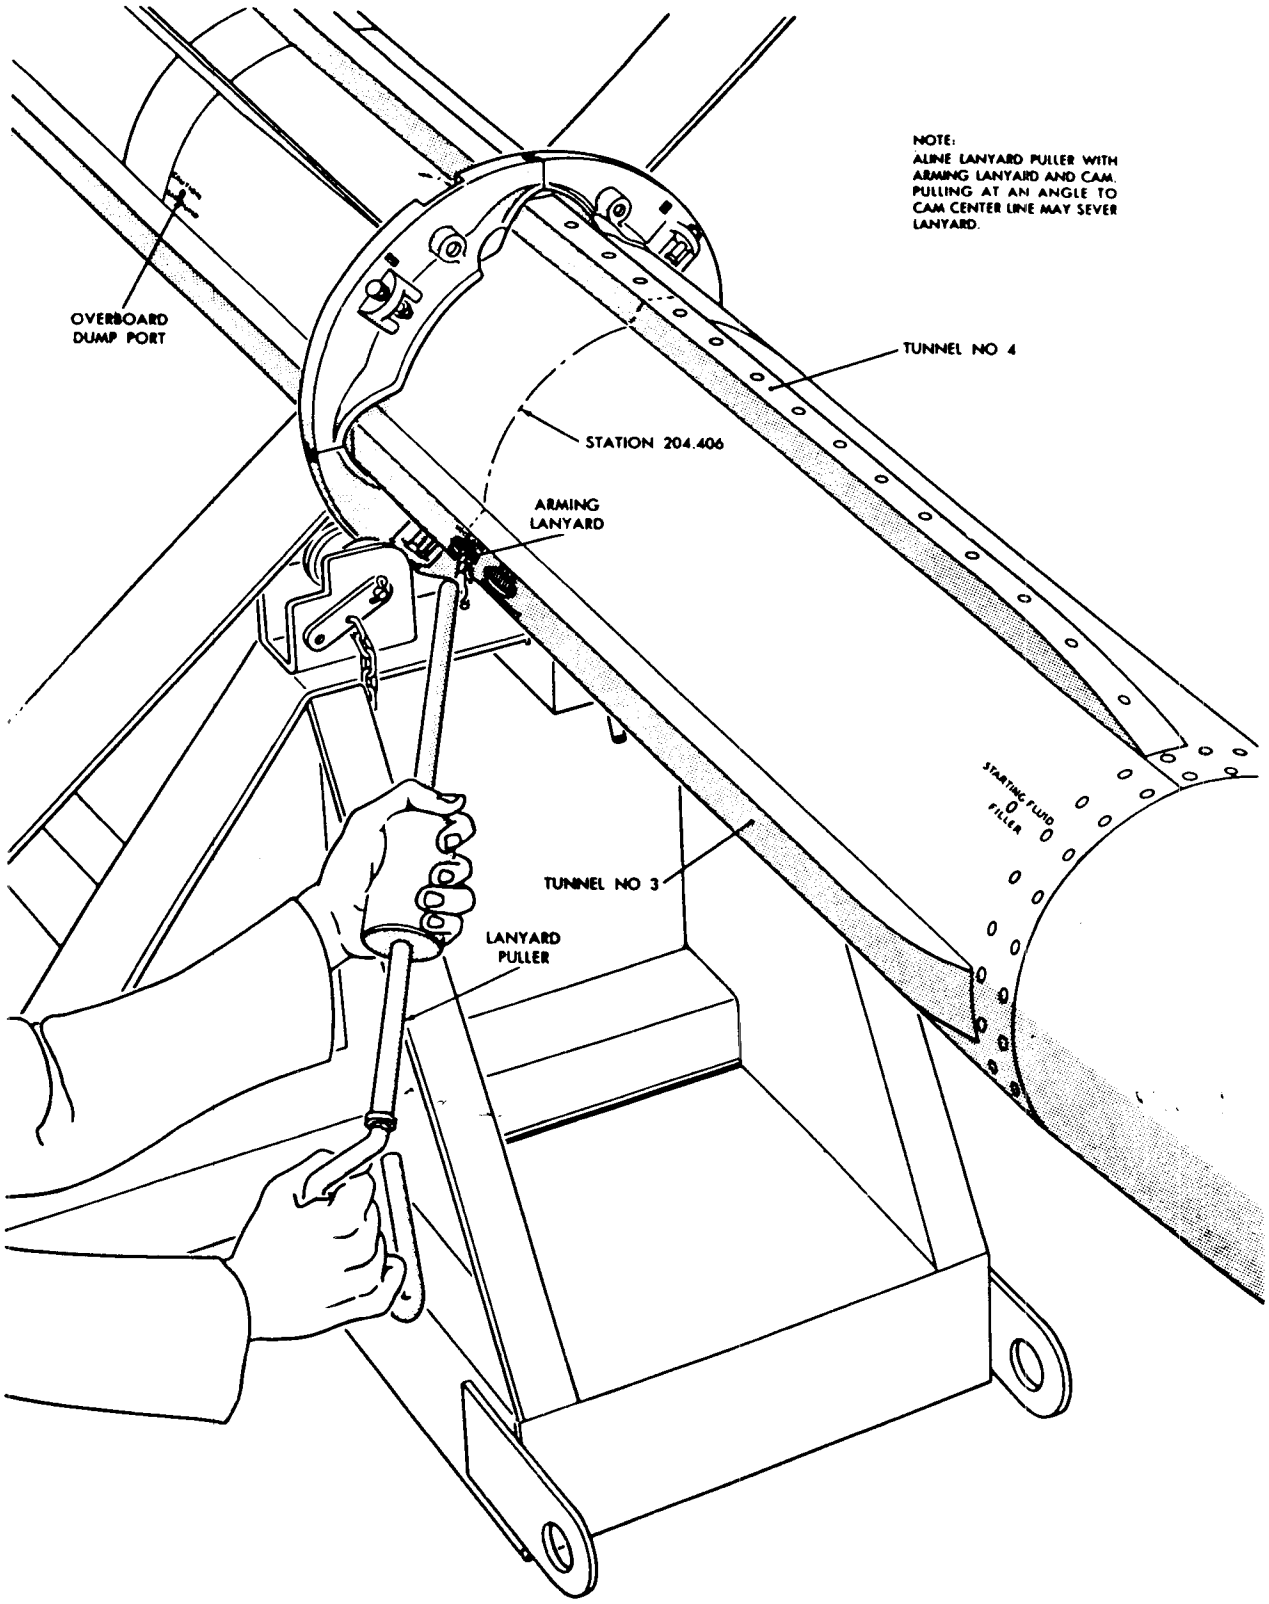

*Figure 159. Energizing the hydraulic system.*
**1** energizes the hydraulic system by pulling the arming lanyard and checks for leaks (fig. 159).